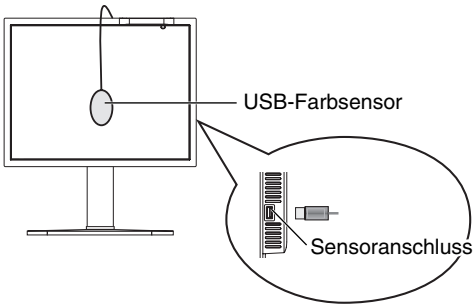
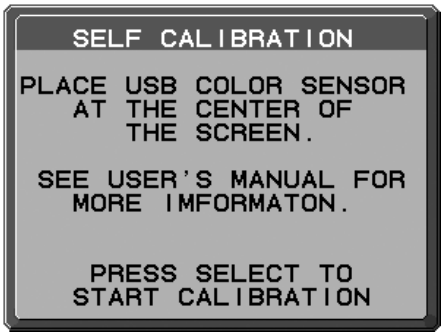

Abbildung S.1
Abbildung S.3
1. Um das Menü KALIBRIERUNG anzuzeigen, schließen Sie den optischen USB-Farbsensor am Sensoranschluss an (**Abbildung S.1**)*1, oder wählen Sie im erweiterten Menü die Option EIGENSTÄNDIGE KALIBRIERUNG aus (Seite 25).
4. Sie werden aufgefordert, den USB-Farbsensor in der Mitte des Bildschirms zu platzieren (**Abbildung S.3**). Neigen Sie den Monitor um etwa 5 Grad nach hinten, und platzieren Sie den USB-Farbsensor in der Mitte des Bildschirms (**Abbildung S.1**).